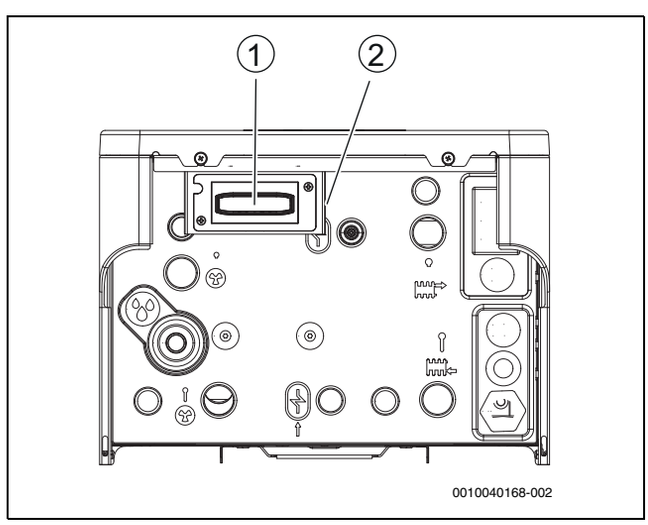

Bild 9 Connect-Key K30RF-Platzierung
1. Hebel ausklappen (→[2], Abb. 9).
2. Modul in den Halter einsetzen (→[1], Abbildung 9).